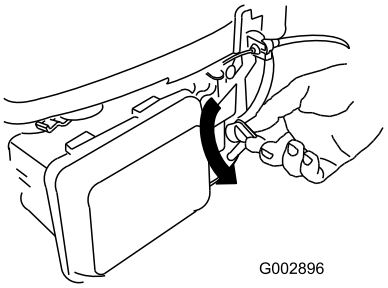

Figur 23
2. Vrid bränsleventilreglaget till det påslagna läget (Figur 23).